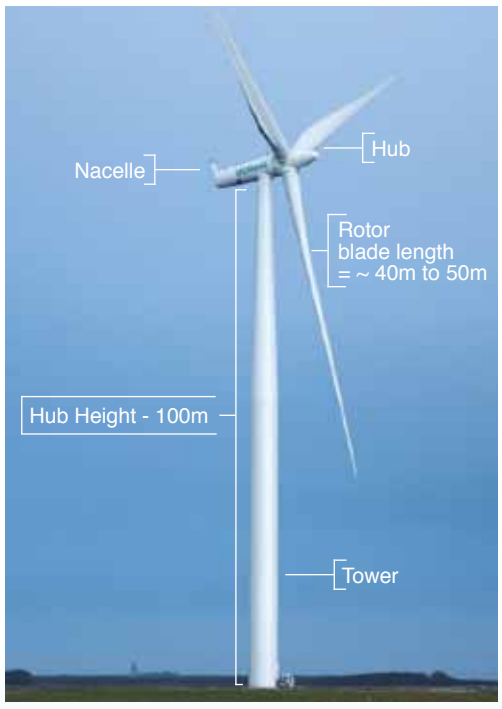

FIGURE 1: SIEMENS 2.3 MW WIND TURBINE, WHICH IS INDICATIVE OF THE TYPE OF WIND TURBINE ENVISAGED FOR THIS PROJECT.
- 25 turbines of approximately 2.3 MW each. At this stage of the project planning the exact turbine technology is still to be selected and the Siemens 2.3 MW turbine (Figure 1) is used as a typical example of the type of turbine envisaged. This turbine has a hub height of approximately 100 m, blade diameter of between 93 and 101 m, and a base of 16 m x 16 m x 2.5 m depth.